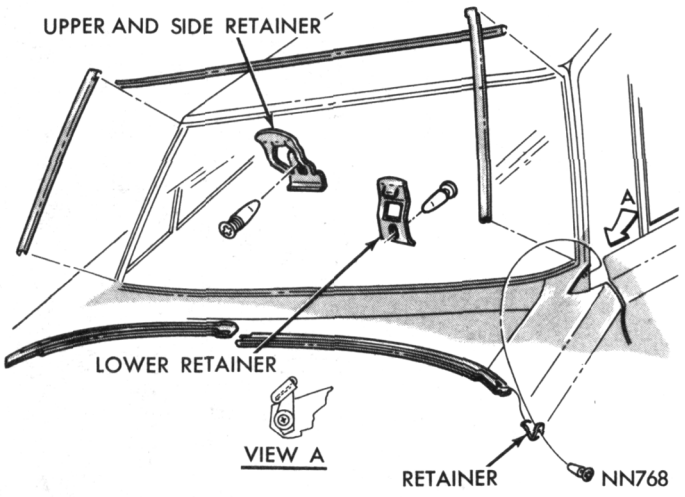

Fig. 5—Windshield Outer Moulding—Satellite
(1) Cover cowl, hood and fender area with a protective covering.
(2) Remove windshield garnish mouldings.
(3) Remove windshield outer mouldings (Figs. 5 and 6) using Tool C-4009.